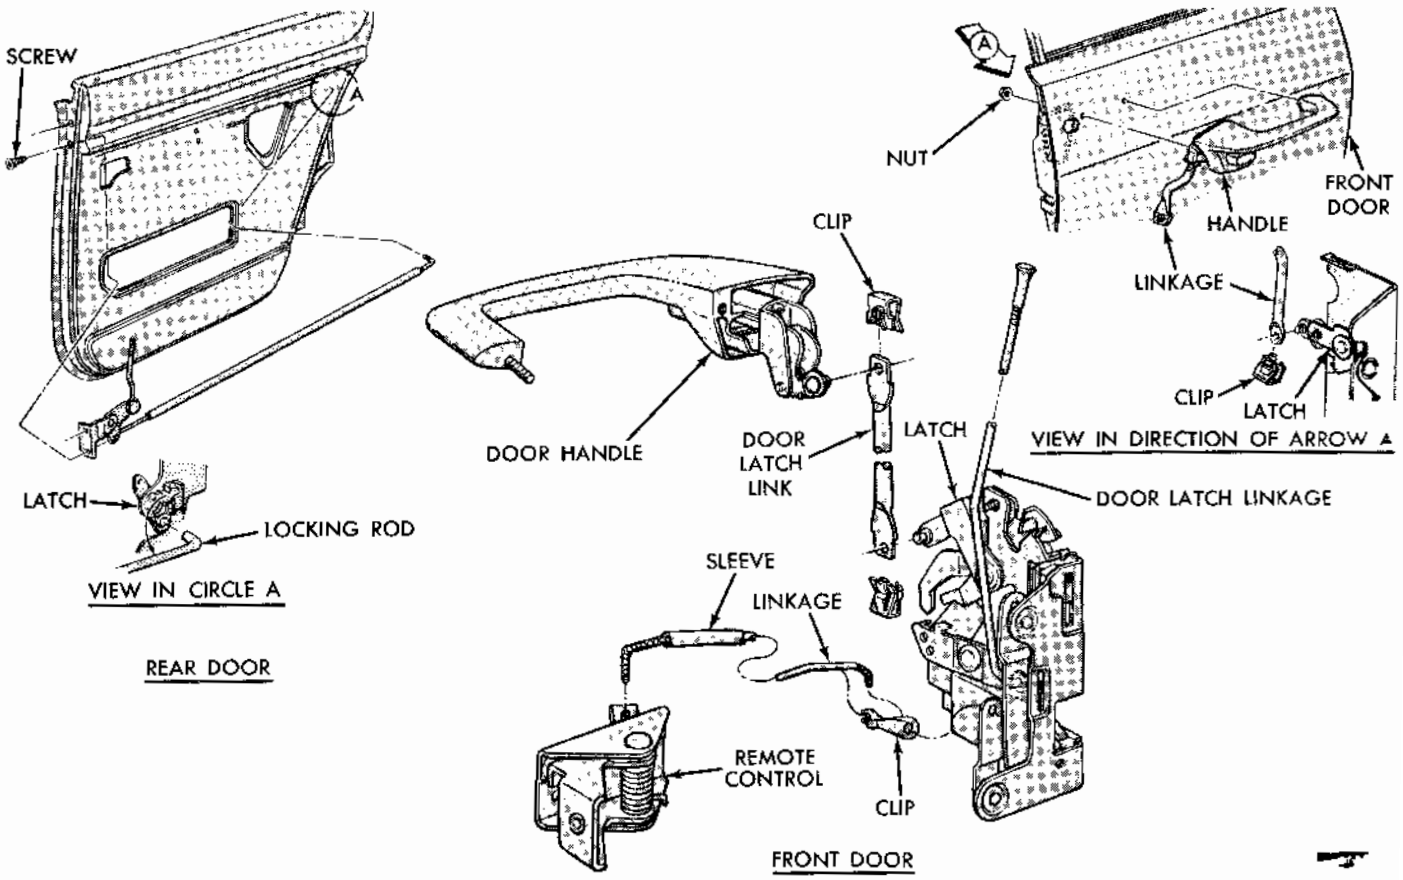

Fig. 14 - Front and Rear Door Locking Mechanism
(1) Disconnect handle to lock link (Fig. 14) from lock by pulling link outward at lock.
(2) Disconnect locking lever rod (front door only) from lock assembly.
(3) Disconnect locking rod link from lock.
(4) Remove screws attaching lock assembly to door.
(5) Rotate lock assembly and disconnect remote control link when removing lock.
(6) Lubricate all moving points of lock assembly.